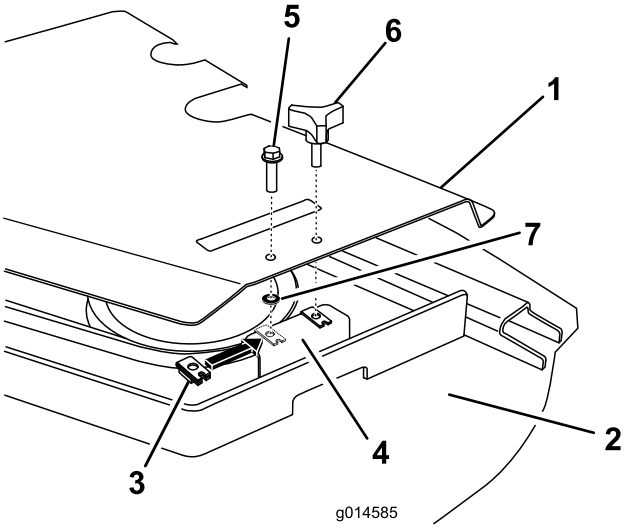

Figura 6
1. Retire os manípulos que prendem as coberturas de correia à plataforma do cortador (Figura 6). Retire as coberturas da correia.